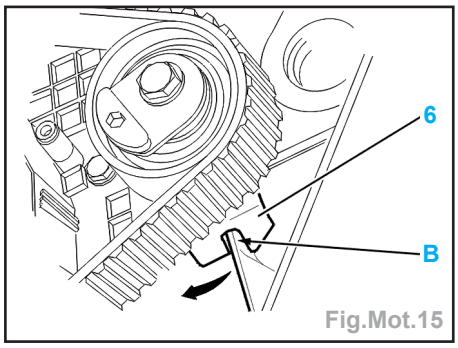

Fig.Mot.15
- Ramener le support galet (6) en position, sur la nervure (B) du carter-cylindres (Fig.Mot.15).